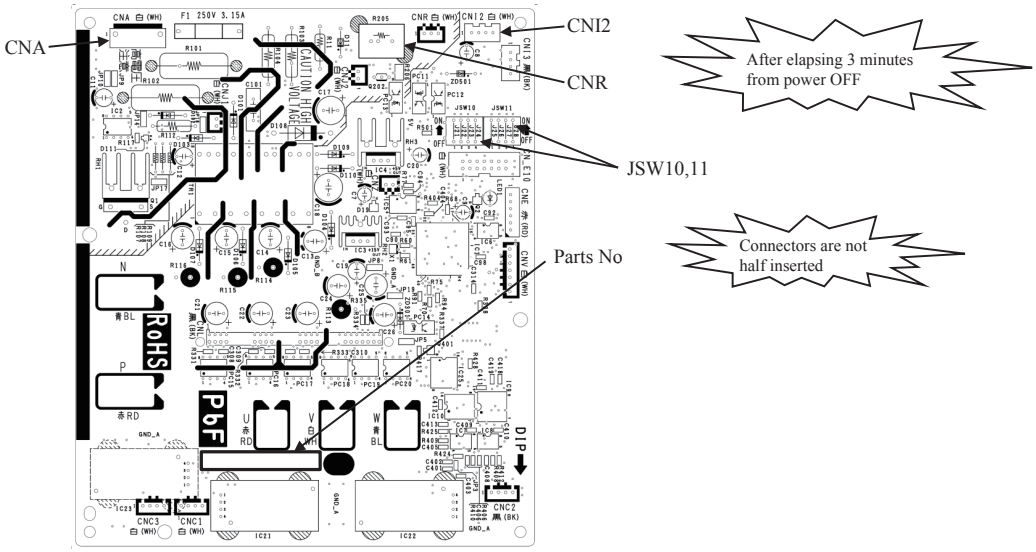
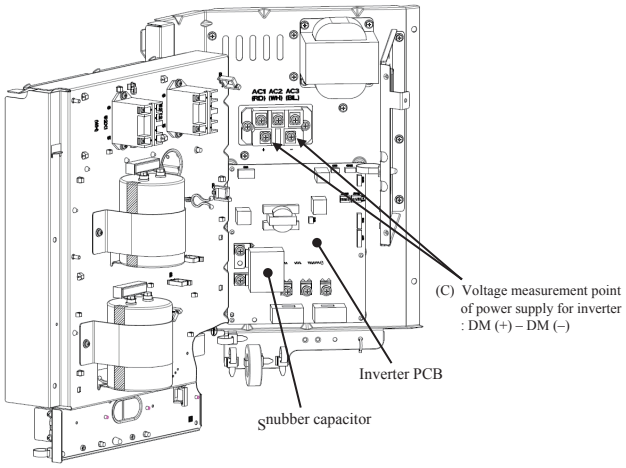

Fig.1 Parts arrangement viewof inverter PCB
Fig.4 Installation placeof inverter PCB
4) Open main layer and **measure voltage (DC) of aplace (C)** and check that **the voltage is discharged sufficiently**. (Refer to Fig.4)
5) Disconnect connectors from the inverter PCB (Refer to Fig.1), remove a snubber capacitor (Refer to Fig.4) and harnesses (“P”, “N” ,“U”, “V” and “W”), and exchange the inverter PCB then. In the situation of being opening main layer, do not press the controller from above. It will cause the product deformation or injury.